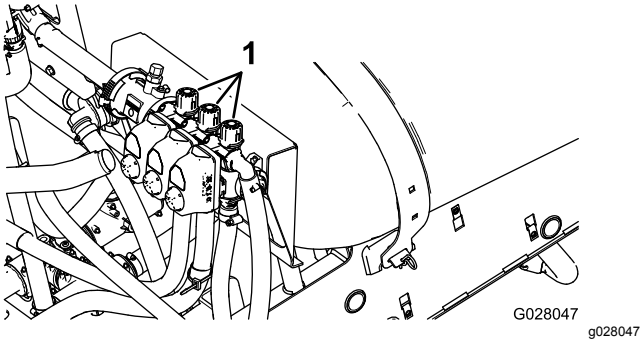

Figur 87
10. Slå den venstre bom fra, og juster bommens omløbsventil (Figur 87), indtil trykværdien svarer til det tidligere indstillede niveau (typisk 2,76 bar).
12. Juster den højre boms omløbsventil (Figur 87), indtil trykværdien svarer til det tidligere indstillede niveau (typisk 2,76 bar).
14. Juster den midterste boms omløbsventil (Figur 87), indtil trykværdien svarer til det tidligere indstillede niveau (typisk 2,76 bar).